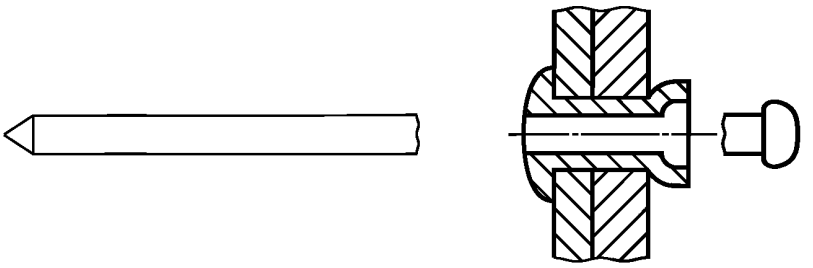

Рисунок 6 — Сердечник с отрывающейся головкой
2.2.1.3 **сердечник с отрывающейся головкой** (break head mandrel): После установки заклепки сердечник разрывается в месте соединения его головки и хвостовика, при этом и хвостовик, и головка сердечника выпадают из корпуса заклепки (рисунок 6).